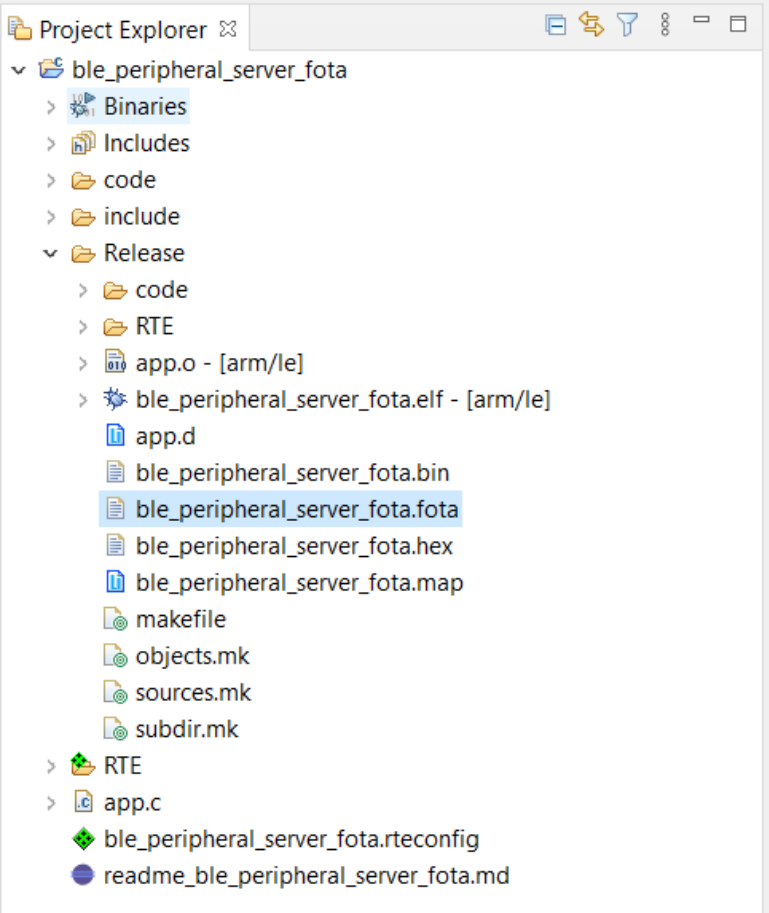

**Figure 7. .fota Image in Release Folder**
4. Build the *ble_peripheral_server_fota* project. After a successful build, the *ble_peripheral_server_fota.fota* image is generated under the *Release* folder, as seen in the ".fota Image in Release Folder" figure (Figure 7):